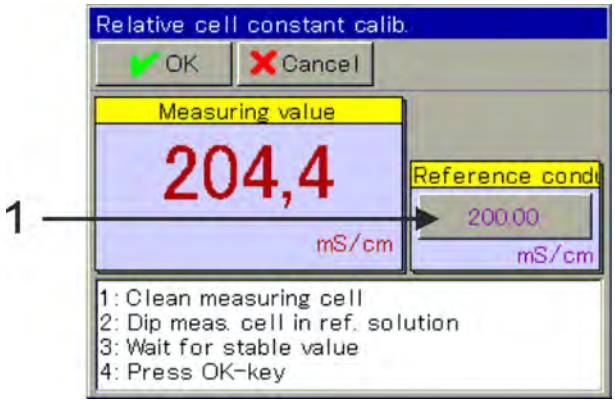

Fig. 69: To change the reference conductivity, push the button (1).
If necessary, adjust the value for the reference conductivity (see Fig. 69 , item 1) to the simulation value of the selected resistance.
Set the reference conductivity to 5000 uS/cm (with probe 1024xxx blue) / 4530 uS/cm (with probe 2552xx white) (see Fig. 69 , item 1).